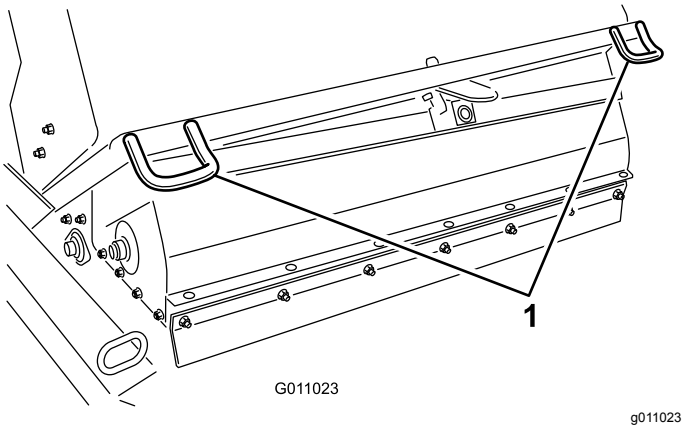
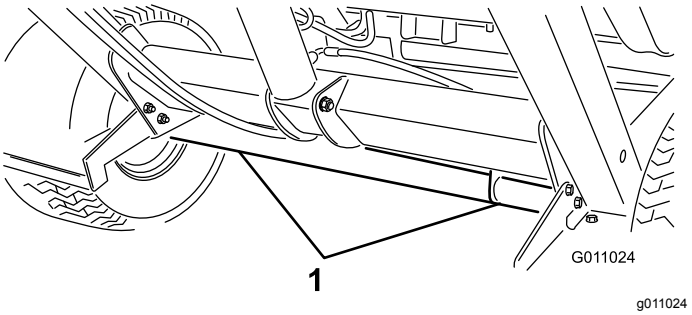

Figur 30
Figur 31
- Når du transporterer maskinen, kan du bruke festene til å sikre fronten på maskinen (Figur 30) og akselen (Figur 31) til å sikre den bakre delen av maskinen på traileren.